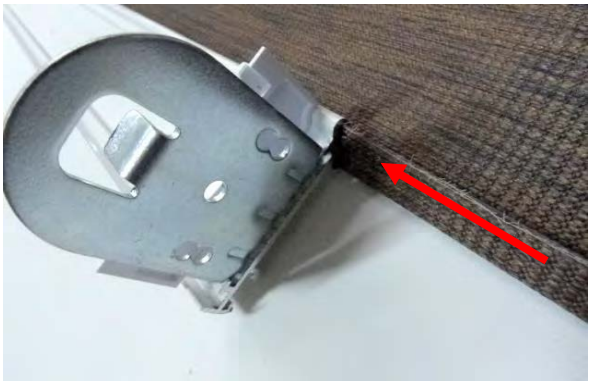
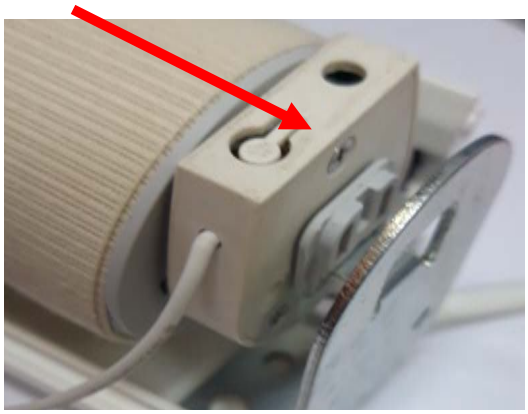

Рис.18
Рис.19
3. Установить изделия на кронштейны. Сначала вставить нижний край ткани в паз (**Рис.18**),затем установить изделие с управлением. Вставить двигатель в первый боковой кронштейн (**Рис.19**).